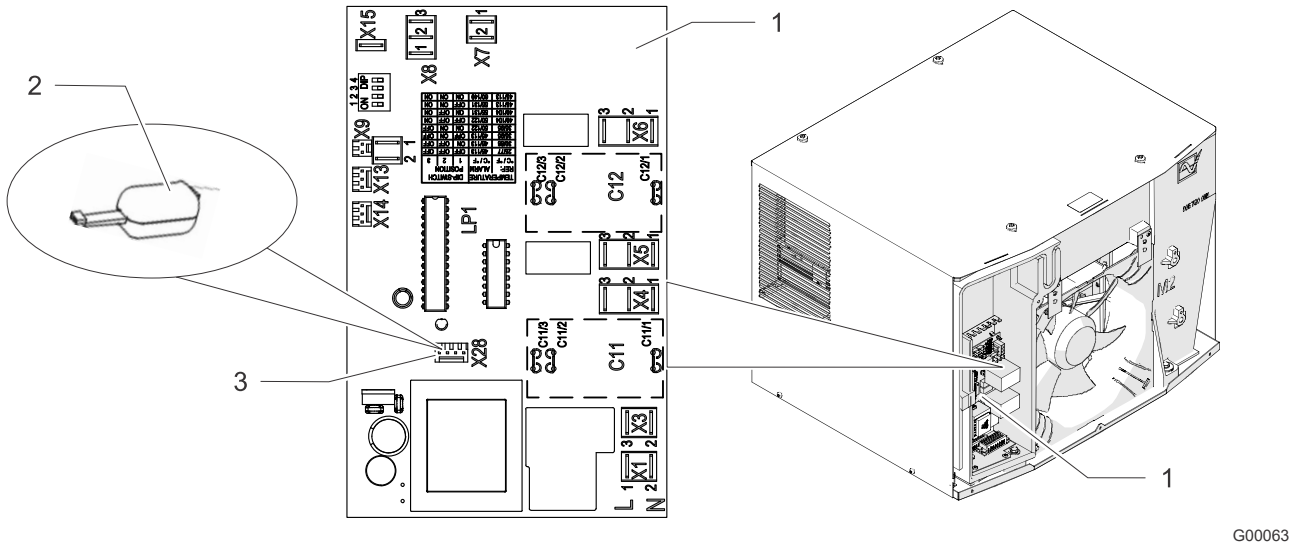

Fig. 27: Interfaz de servicio
- La conexión para el adaptador USB (Fig. 27, pos. 2) está marcada en el esquema de conexiones con el marcado de medio de producción X28 (Fig. 27, pos. 3).
Puede accederse a la placa de circuito impreso del controlador (Fig. 27, pos. 1) con la interfaz de servicio X28 (Fig. 27, pos. 3).
2. Conecte el adaptador USB (Fig. 27, pos. 2) en la interfaz de servicio X28.